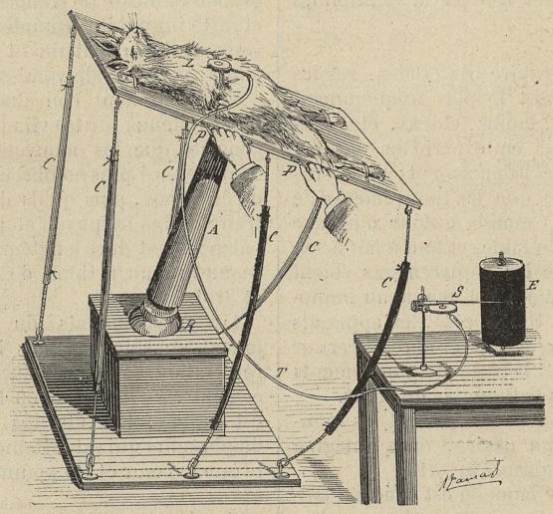

Fig. 316. — Étude expérimentale du mal de mer.
Pour reproduire plus exactement les mouvements variés d'un navire, on a imaginé ensuite l'appareil suivant (fig. 316).
De chaque côté de la table, à sa face inférieure, existent trois vis à doubles anneaux articulés; il y a de semblables vis à anneaux sur la pièce de bois inférieure. Un tube de caoutchouc (C) relie chacun des anneaux inférieurs à l'anneau supérieur correspondant. Deux poignées en fer, placées sur les côtés de la table, permettent à l'expérimentateur de donner à cette table tous les mouvements qu'il veut. La figure 316 montre en outre le stylet (S) et ce qui le relie à l'animal, dont il trace les mouvements respiratoires sur le cylindre tournant (E).